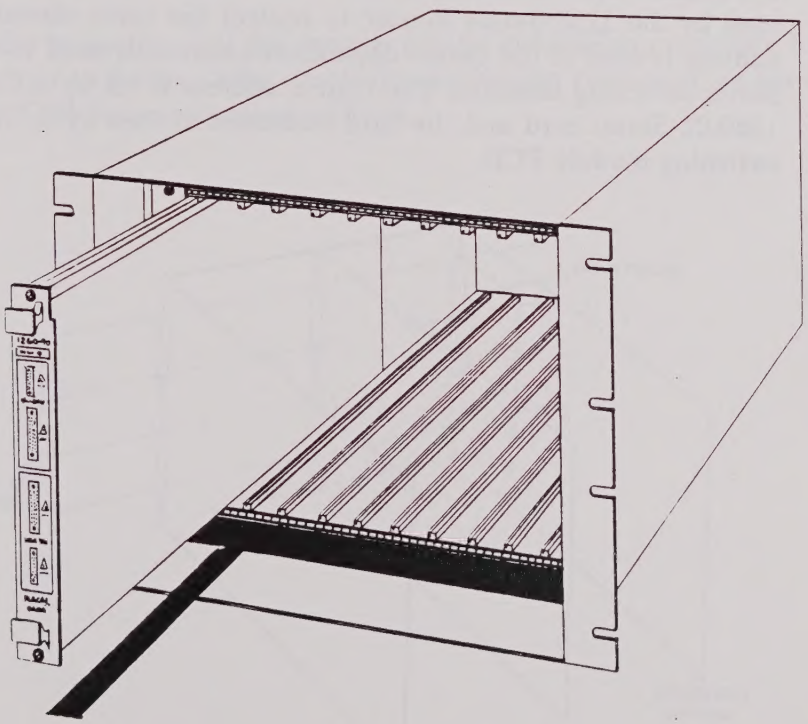

Figure 1-1, 1260 Series Switch Module
1.2.1 The Racal-Dana 1260 Series switching modules are a range of C size, VXIbus compatible switching modules that provide switching for microwave, RF, audio, high voltage, high current, low level and video applications. The switching modules are configured as matrices, multiplexers, switching trees, SPDTs and DPDTs. Refer to Figure 1-1 for an illustration of a 1260 Series Switch Module in a VXIbus chassis.